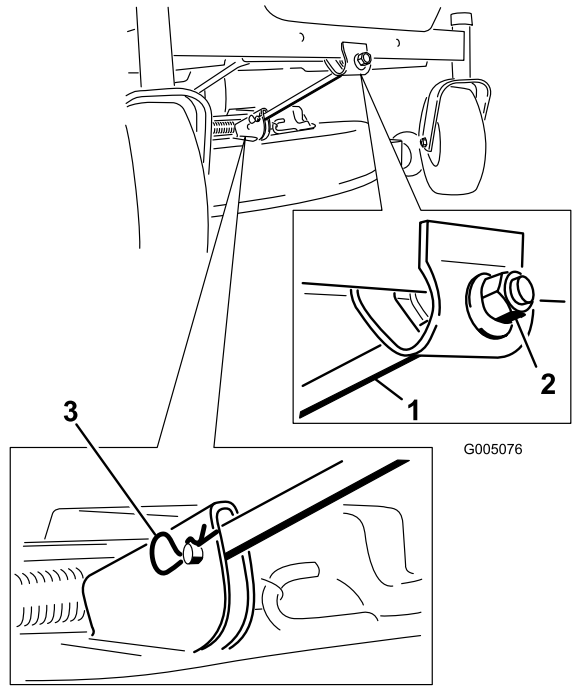

Bild 56
4. Entfernen Sie den Splint und den Lastösenbolzen von der vorderen Stützstange (Bild 56). Lassen Sie die Vorderseite des Mähwerks vorsichtig auf den Boden ab.
6. Befestigen Sie die vordere Stützstange mit den Lastösenbolzen und Splints am Mähwerk (Bild 56).